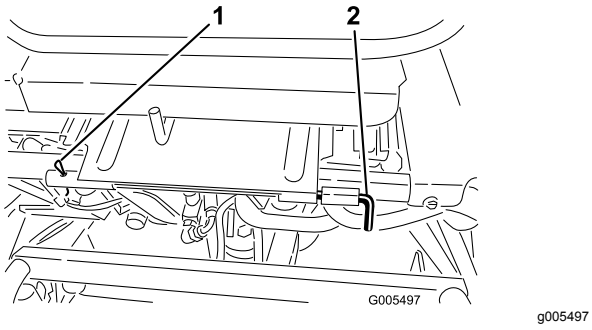

Figur 33
3. Senk setet, og fjern splinten som fester setets roteringsstang til rammen (Figur 33).